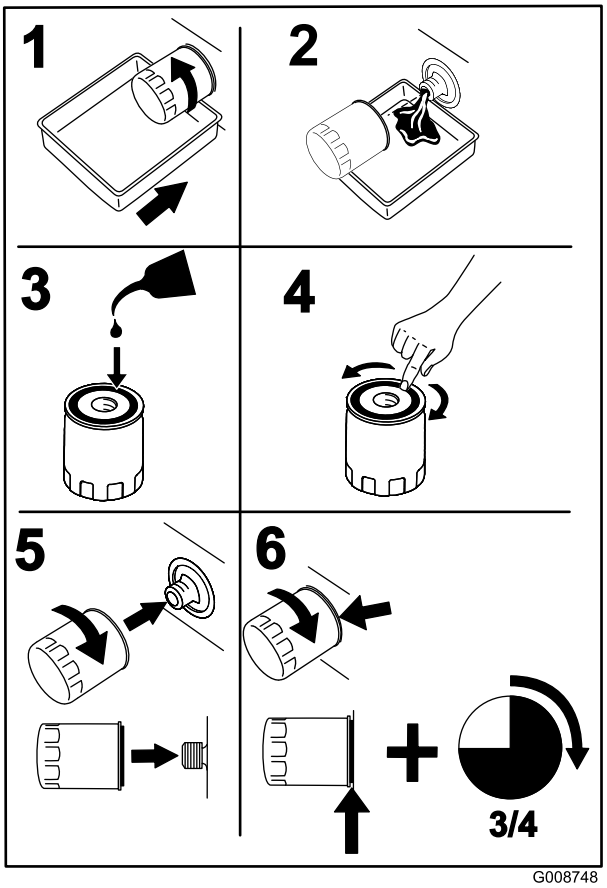

Figur 42
4. Plasser et tappefat under oljefilteret og vri filteret mot klokken for fjerne det (Figur 42).